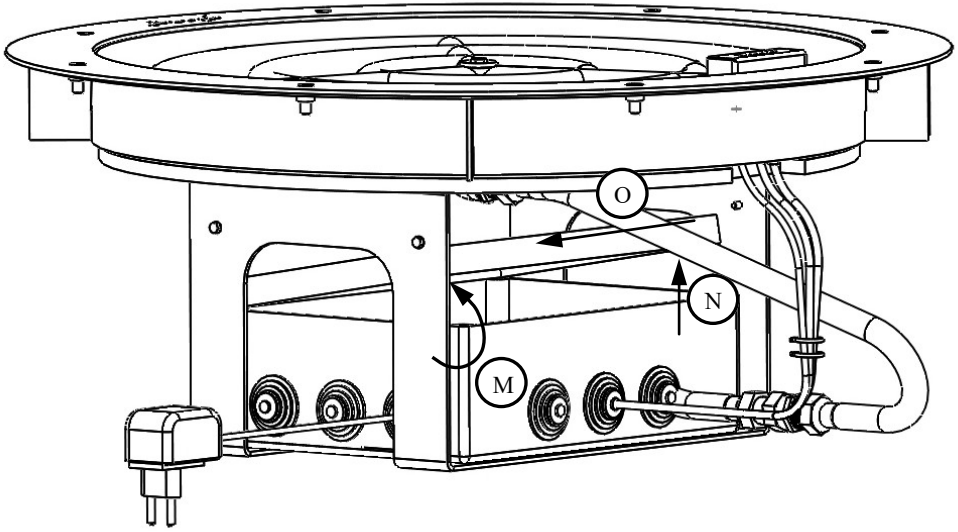

Figure16:Technical box cover opening
In order to connect it, open the technical box cover (M) and slide it upwards (N) and then apply a small force on its side (O) in order to remove the axis of the cover and thus remove the cover (Figure 16).